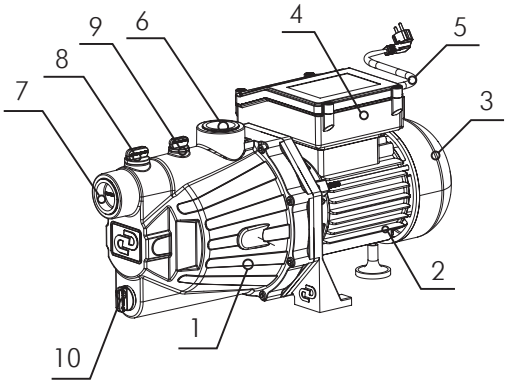

Рисунок 3
4.2. Основные составляющие поверхностного насоса «ДЖАМБО» (П, Ч) (рисунок 3)